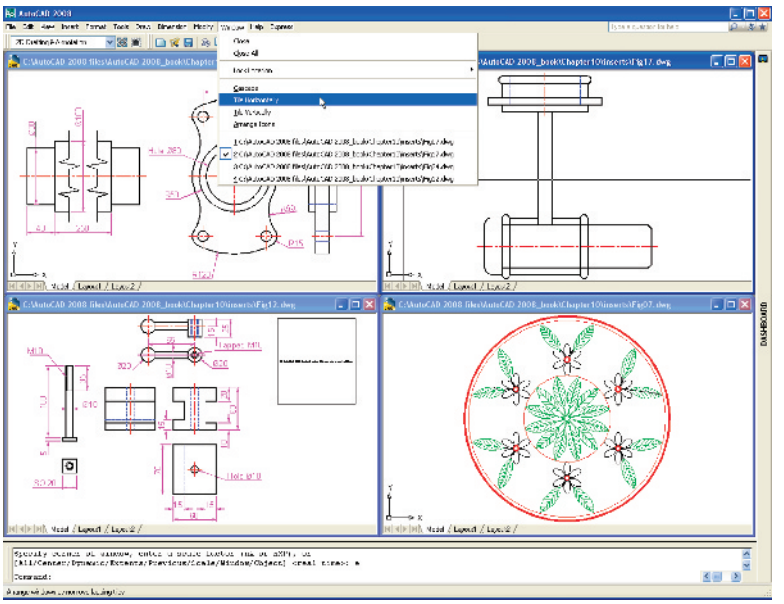

Fig. 10.23 Four drawings in the **Multiple Document Environment**
2. In the **Window** drop-down menu, *click* **Tile Horizontally**. The four drawings rearrange as shown in Fig. 10.23.